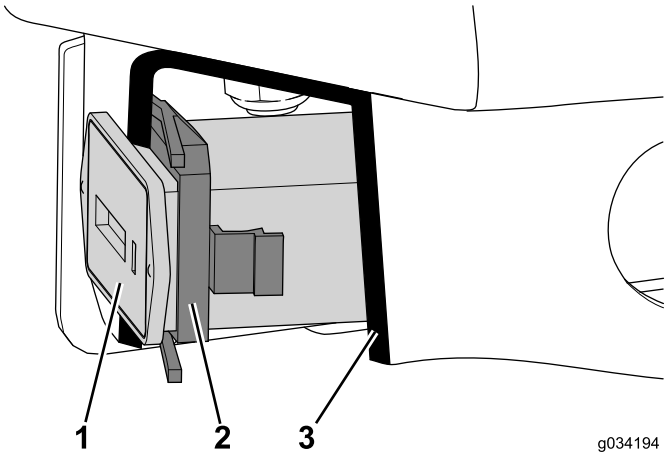

Figur 26
1. Tryk timetælleren ind i åbningen, indtil den er fastgjort vha. holderen (Figur 26).